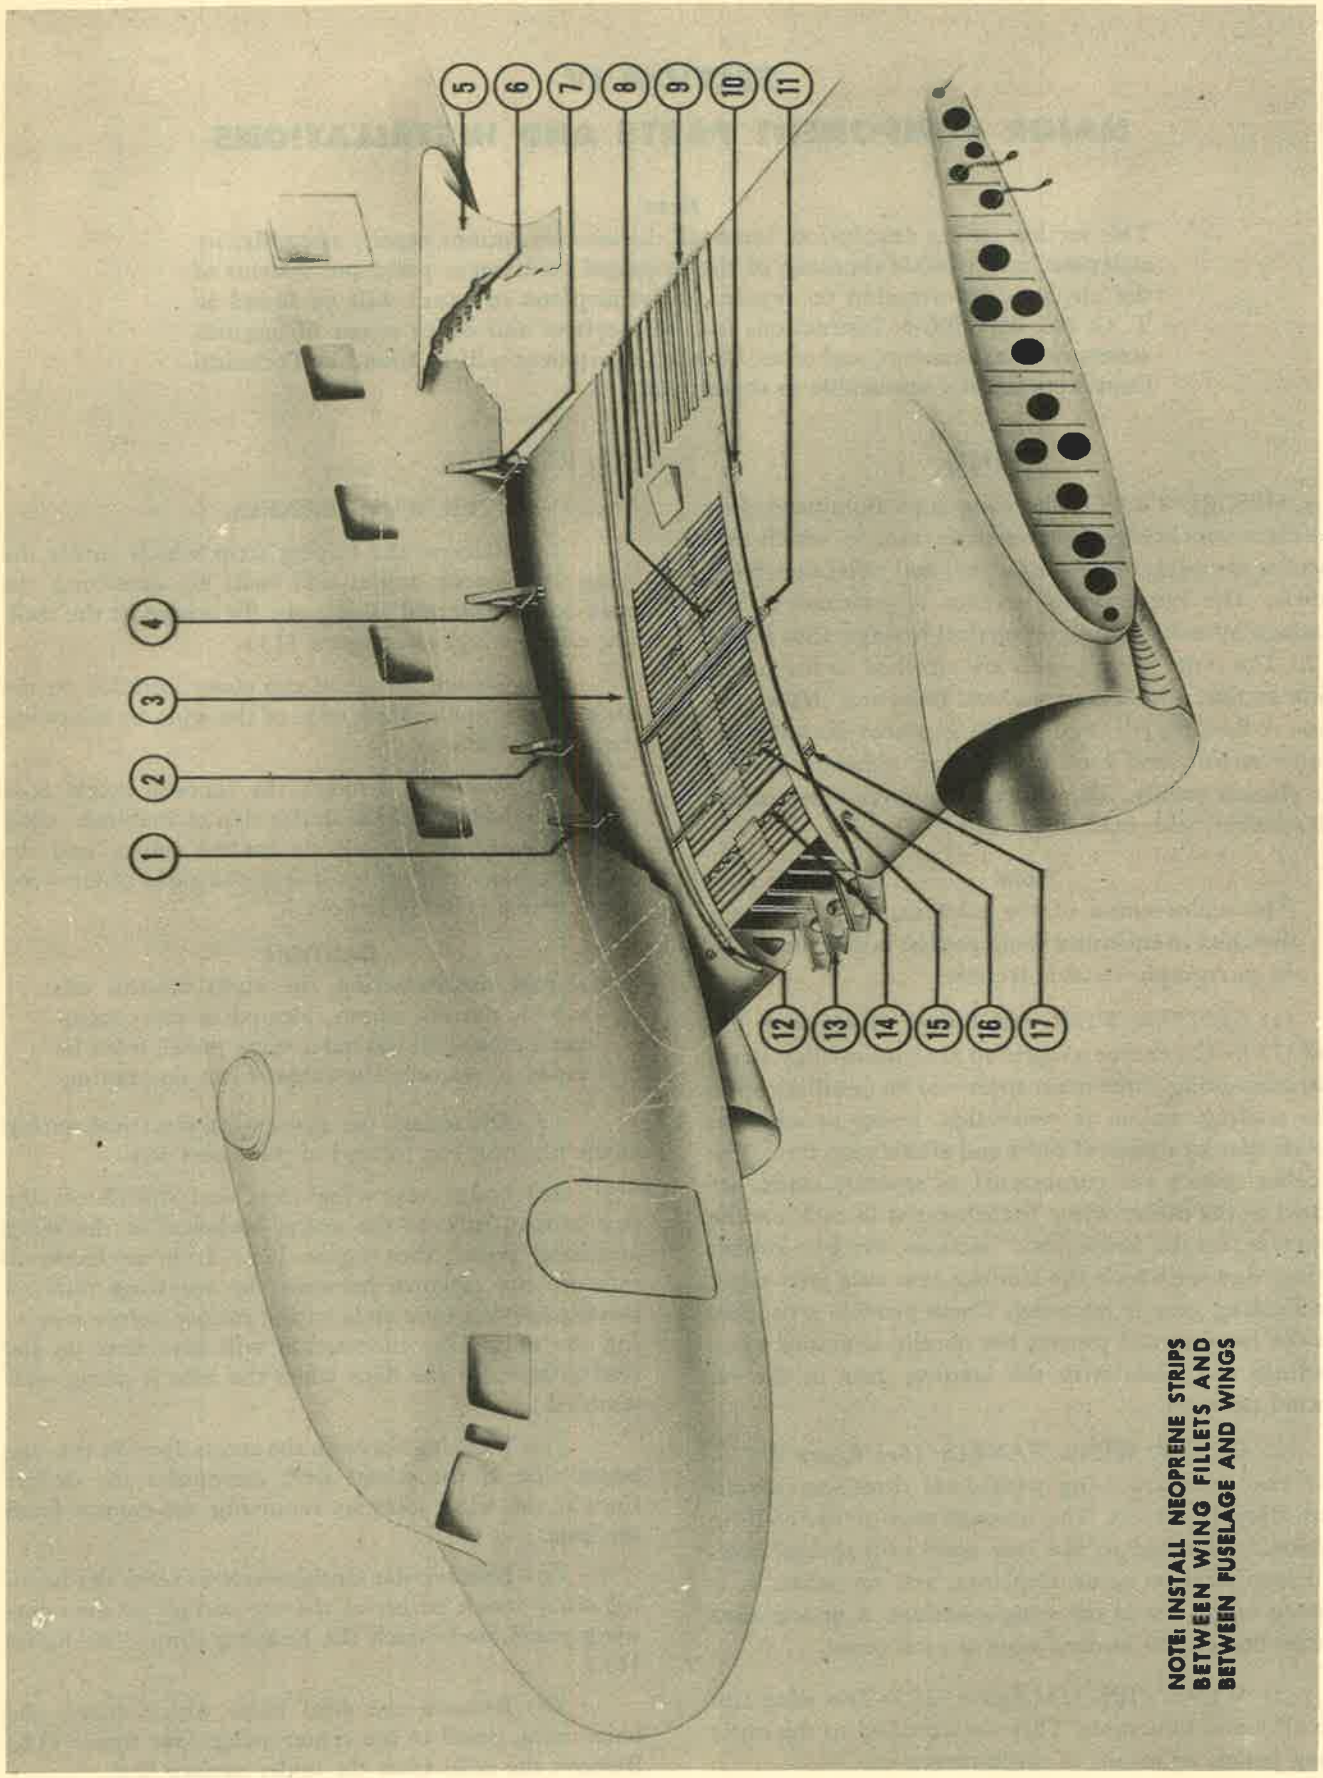
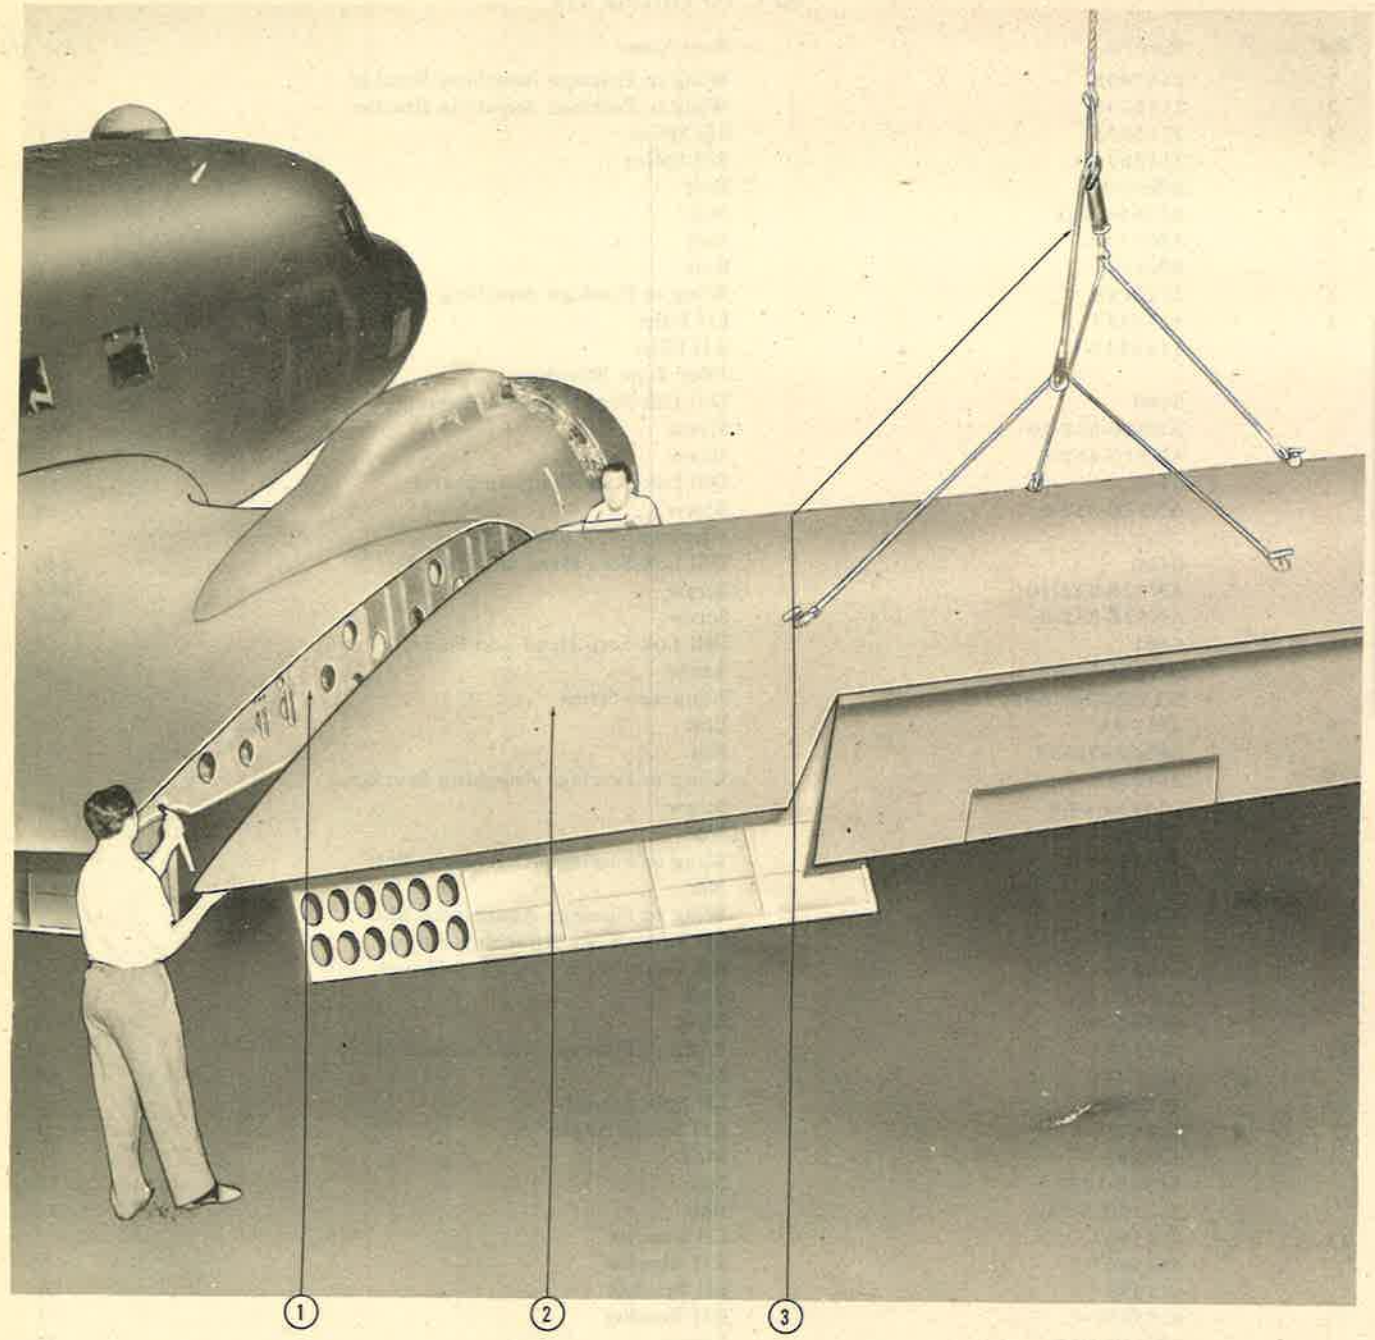

Figure 112—Center Wing Installation
Figure 113—Attachment of Outer Wing Panel
a. DESCRIPTION.—The wing is an aluminum-alloy structure consisting of a center section, to which two nacelles are permanently attached, and two outer wing panels. The center wing section is attached to the fuselage by means of eight vertical fittings. (See figure 112.) The outer wing panels are attached to the center wing section with numerous steel bolts and elastic stop nuts. A floating rib (figure 113) is placed between the center section and each outer wing panel to convey the stresses evenly. The tips of the outer wing panels are attached with machine screws.
(2) OUTER WING PANELS. *(See figure 112.)*—The two outboard wing panels are three-spar aluminum-alloy structures. The inboard part of the trailing section is attached to the rear spar with special bolts and stop nuts on some airplanes, and on others it is riveted to the rest of the wing structure. A de-icer shoe is installed on the leading edge of each panel.
(g) Remove the machine screws from the hoisting sling attach points in the top surface of the outer wing panel, and attach the hoisting sling. (See figure 113.)
KEY TO FIGURE 112
(i) Lift the outer wing panel clear of the center wing (figure 113) after making certain that all lines, cables, and wires have been disconnected.